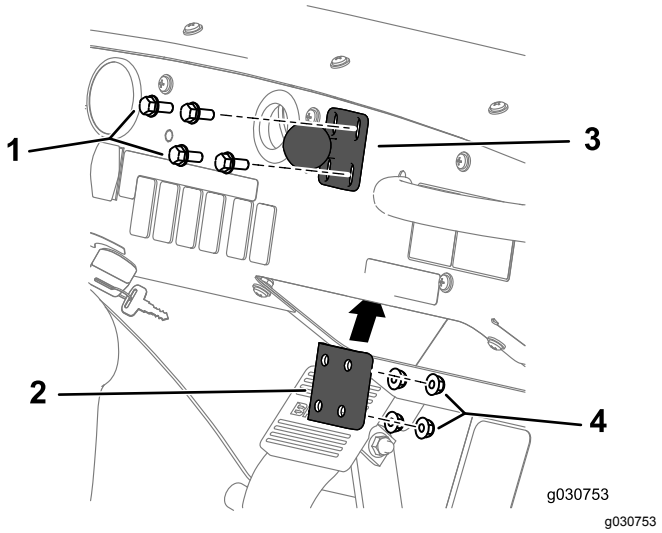

Figur 158
1. Montera kultappsfästet på instrumentbrädan med de fyra skruvarna (1/4 x 1 1/2 tum), förstärkningsplattan och flänslåsmuttern (1/4 tum) enligt Figur 158.